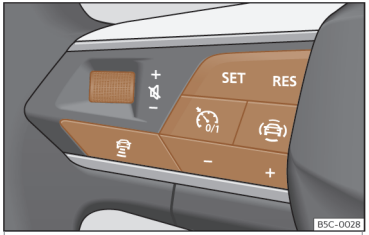

Fig. 171 Sul volante multifunzione: tasti di comando dell'ACC
Il veicolo è dotato di ACC se possiede un menu di configurazione nel sistema di infotainment>>> pag. 97 , e se hai i tasti della funzione ACC sul volante multifunzione>>> fig. 171 .
- Per avviare la regolazione premere il tasto **SET**>>> **fig. 171**.
Per programmare la velocità premere i tasti **+** o **–**>>> **fig. 171** fino alla velocità desiderata. La velocità viene regolata secondo intervalli di 10 km/h (5 mph).
- Premere il tasto e dopo il tasto **+** o **–** >>> **fig. 171**.